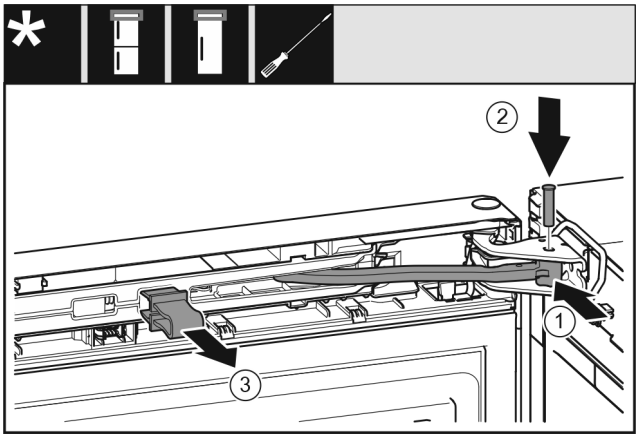

Fig. 26
- ▶ Gelenk in Lagerbock drehen. *Fig. 26 (1)*
- ▶ Bolzen in Lagerbock und Gelenk einsetzen. Dabei darauf achten, dass der Rastnocken korrekt in der Nut sitzt. *Fig. 26 (2)*
- ▶ Sicherung abnehmen. *Fig. 26 (3)*